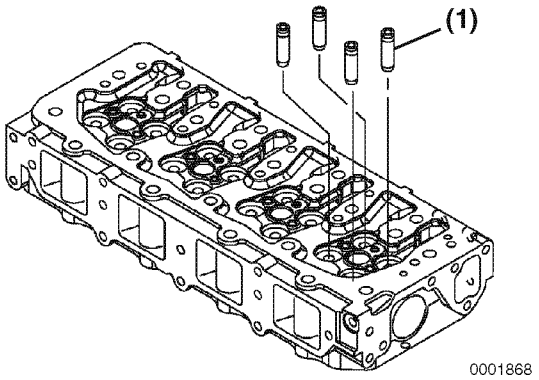

Figure 6-50
1. Using a drift pin and hammer, drive the valve guides **(Figure 6-50, (1))** out of the cylinder head.